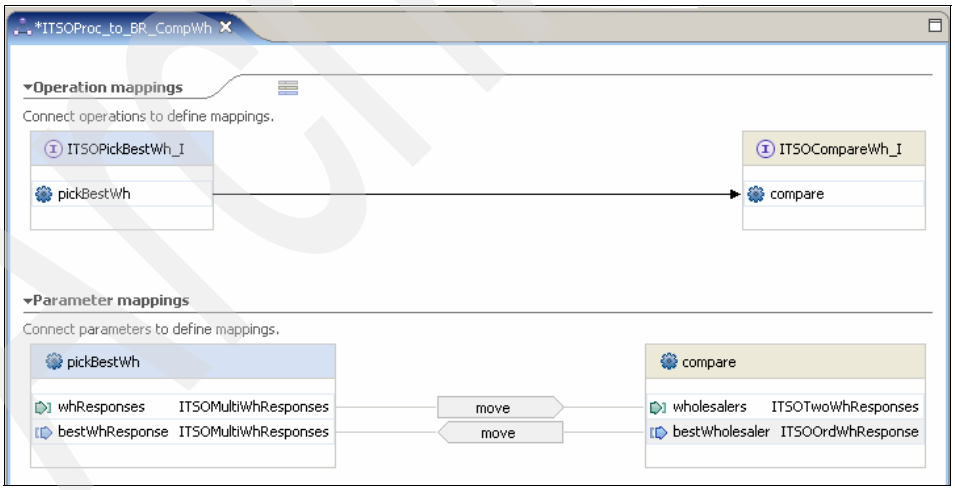

Figure 10-69 Mapping in the interface map
6. Drag **whResponses** to **wholesalers**. Then drag **bestWholesaler** to **bestWhResponse** (Figure 10-69).